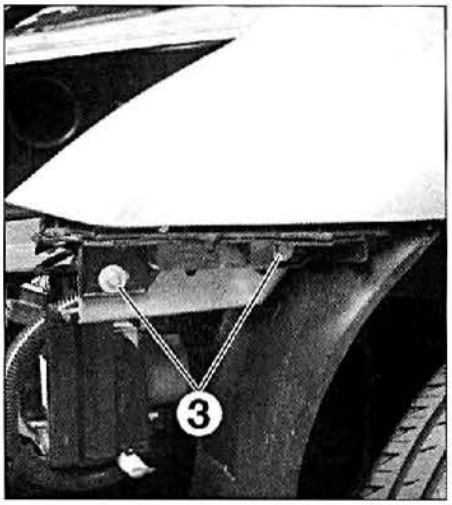

FIG. 13
• Desmontar los 2 tornillos de fijación (3) del soporte de parachoques del. **(fig. 13).**